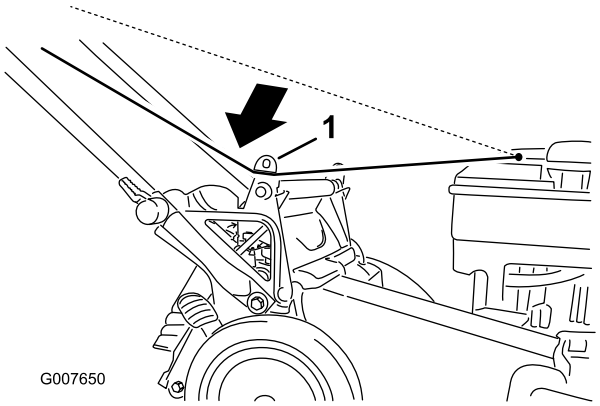

Figura 22
1. Pase la cuerda de arranque alrededor de la guía de cuerda inferior (Figura 22).